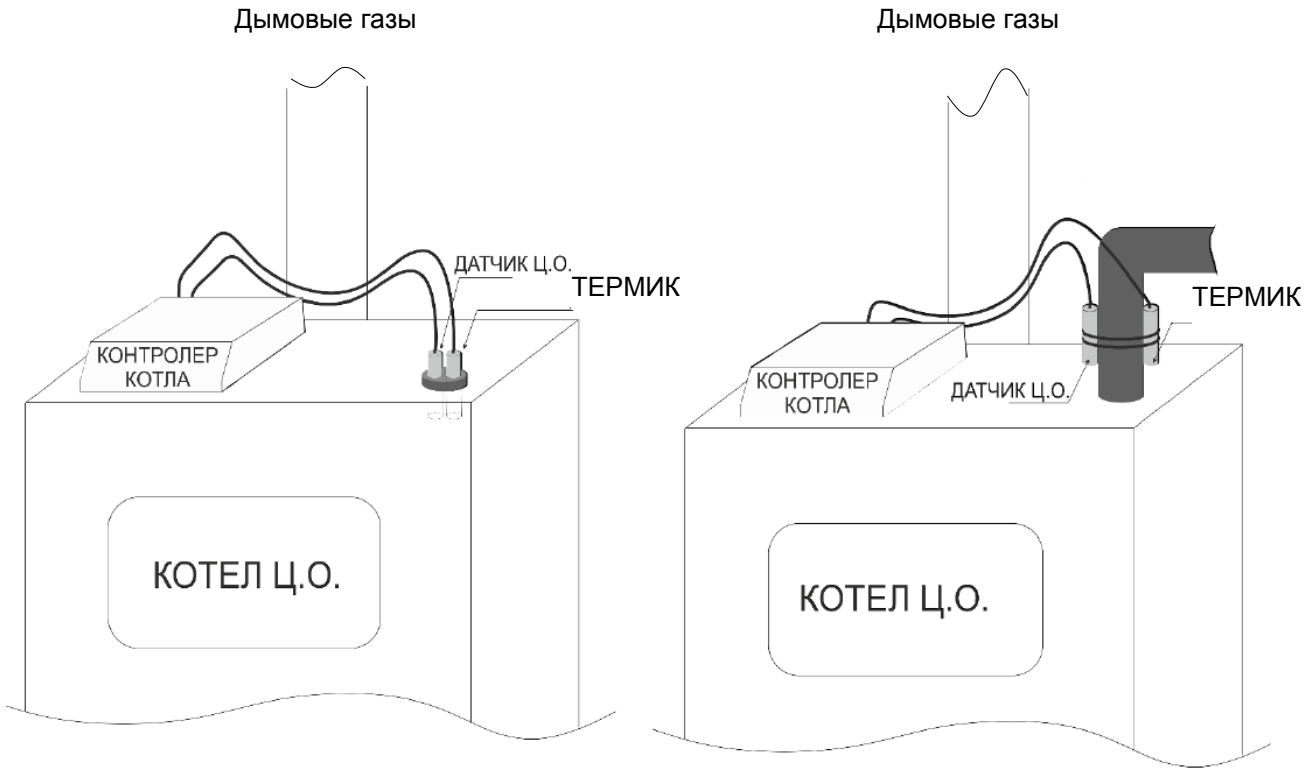

Рисунок 9.2 – Схема размещения термика
- Размещение термика и датчика Котла (см. рис.9.2): термик - это биметаллический датчик, который находится рядом с датчиком температуры Котла в капилляре или на трубе подачи воды в установку ЦО как можно ближе к Котлу. Датчик ГВС устанавливается в бойлере.